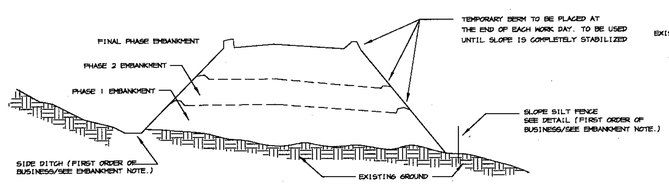

FIGURE 5 - INCREMENTAL STABILZATION - FILL
4. CONSTRUCTION SEQUENCE: REFER TO FIGURE 5 (BELOW)
a. EXCAVATE AND STABILIZE ALL TEMPORARY SWALES, SIDE DITCHES, OR BERMS THAT WILL BE USED TO DIVERT RUNOFF AROUND THE FILL. CONSTRUCT SLOPE SILT FENCE ON THE LOW SIDE OF THE FILL AS SHOWN IN FIGURE 5, UNLESS OTHER METHODS SHOWN ON THE PLANS ADDRESS THIS AREA.